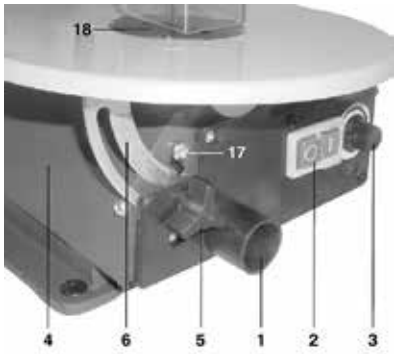

Fig. 7 Ouvrez le capot de protection
2. Dévissez le capot de protection à gauche (4, fig. 7).
5. Tirez la lame vers le haut par l'insert de table (18, fig. 7).